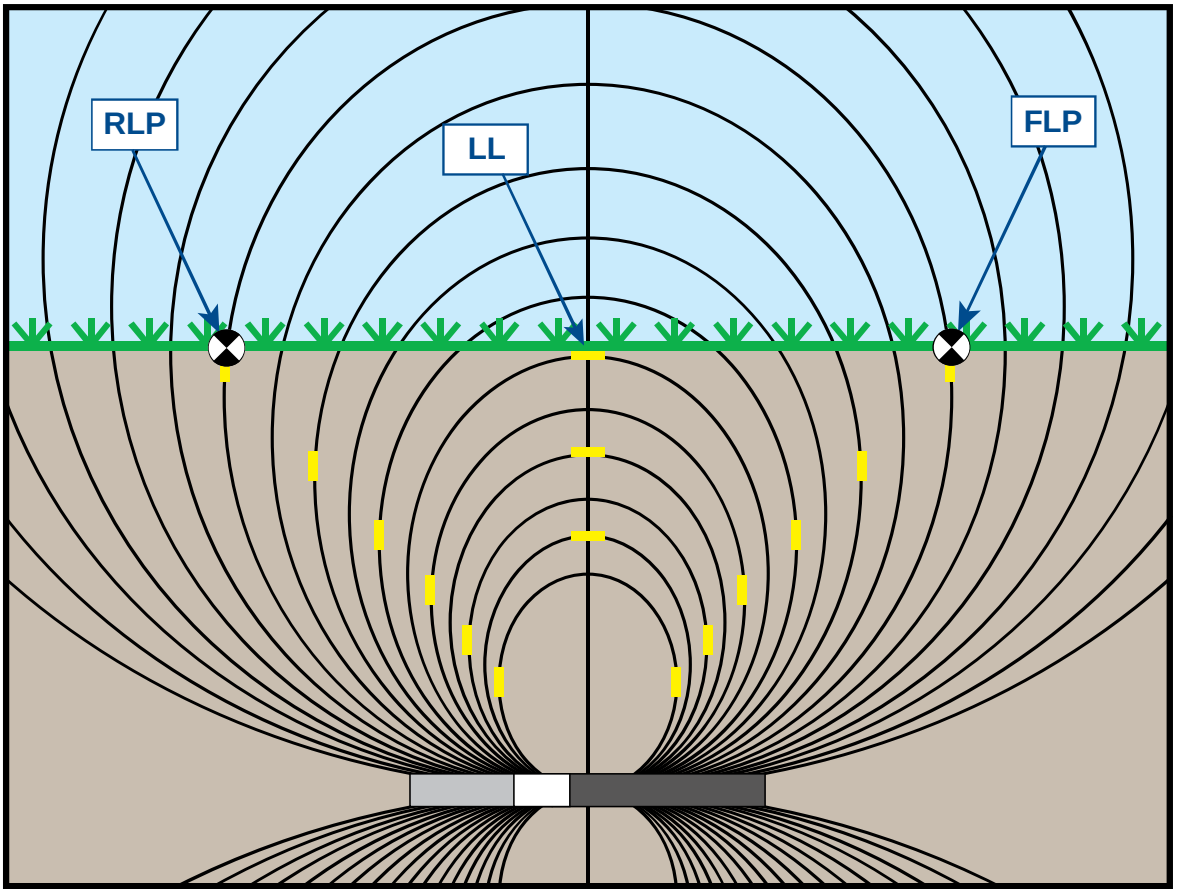

Рисунок B1. Электромагнитное поле и геометрия точек FLP, RLP и линии LL (вид сбоку)
Как показано на Рис. B1, электромагнитное поле сигнала зонда состоит из серии эллиптических линий электромагнитного поля или линий магнитной индукции. Линии магнитной индукции указывают на положение зонда. При горизонтальном положении зонда относительно поверхности земли линия локации (LL) расположена строго над зондом и указываемая на приёмнике глубина является реальной глубиной зонда. При этом передняя и задняя точки локации (FLP и RLP) расположены на равном расстоянии от зонда. Линия локации LL расположена на пересечении поверхности земли и горизонтальной составляющей магнитного поля, а точки FLP и RLP расположены в точках пересечения поверхности и вертикальной составляющей поля. На рисунке B1 некоторые горизонтальные и вертикальные составляющие поля отмечены короткими жёлтыми отрезками.